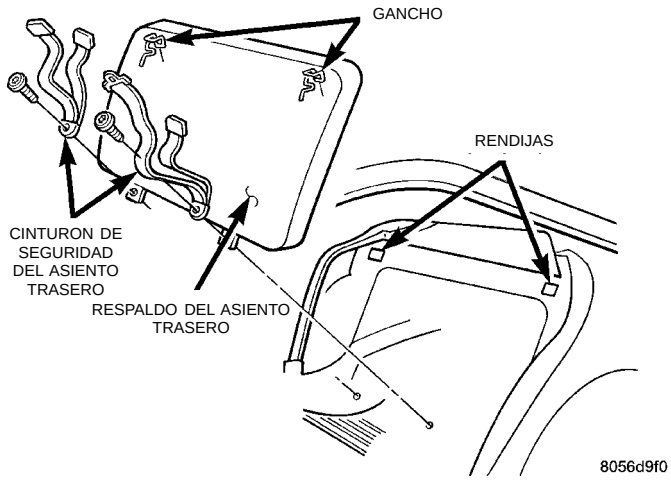

Fig. 3 Respaldo del asiento trasero
(2) Retire los pernos que sujetan el respaldo del asiento trasero y cinturones de seguridad al suelo.
(3) Presione el respaldo del asiento trasero hacia arriba para desacoplar los ganchos que se encuentran en la parte superior del respaldo del asiento (Fig. 3).
(4) Separe el asiento trasero del vehículo.